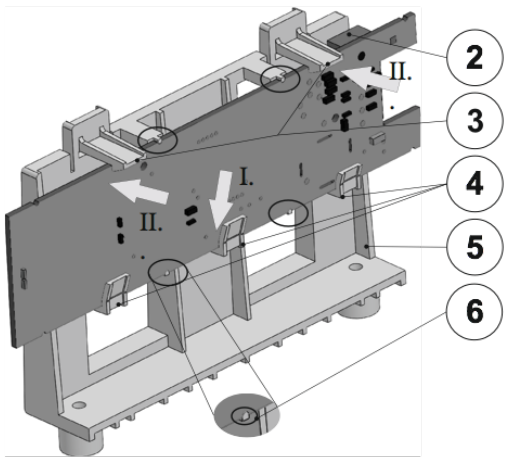

Abbildung 2: 2 – Anschluss für das Verbindungskabel; 3 – obere Halterungen; 4 – untere geneigte Verschlusslaschen; 5 – Funkmodulhalterung; 6 – Verschlussteil
1. Setzen Sie die Leiterplatte des Funkmoduls (Ausrichtung entsprechend Abbildung 2) in die Halterung (5) in der Richtung ein, die durch Pfeil I. gekennzeichnet ist. Die drei unteren geneigten Verschlusslaschen (4) geben den Winkel an. Achten Sie darauf, dass die Leiterplatte des Funkmoduls mit ihren halbrunden Aussparungen auf den halbrunden Laschen sitzt - siehe Verschlussteil (6). Dies ist sehr wichtig, da der nächste Schritt darin besteht, dasFunkmodul mit den oberen Laschen (3) in der durch Pfeil II. angegebenen Richtung zu befestigen. Dabei muss der Sabotagekontakt (1) auf der Oberseite des Funkmoduls ausgelöst werden.
2. Stecken Sie das Verbindungskabel (im Lieferumfang der Zentrale enthalten) in den Anschluss des Funkmoduls (2) und dann in den Anschluss der Zentrale (siehe Installationsanleitung der Zentrale).